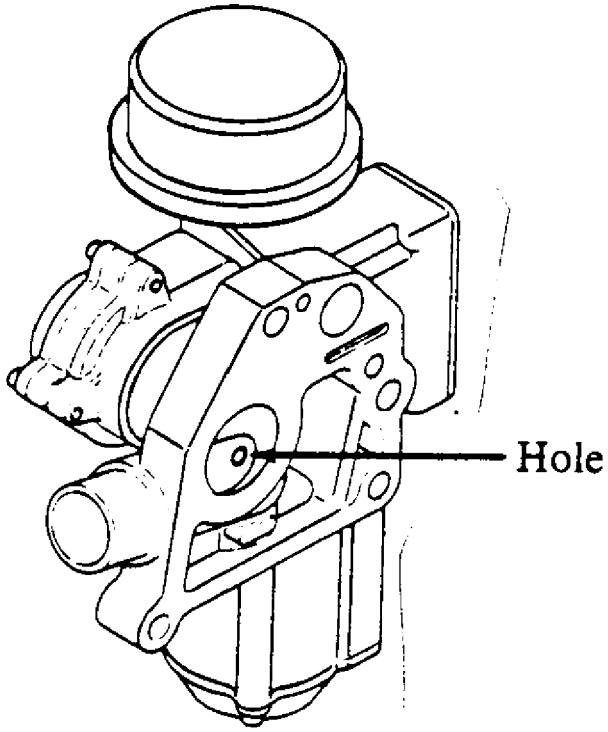

Fig. 11: Location of Hole for Enlargement
7. Enlarge the hole as shown in Fig. 11 with the 4.2 mm drill bit provided.